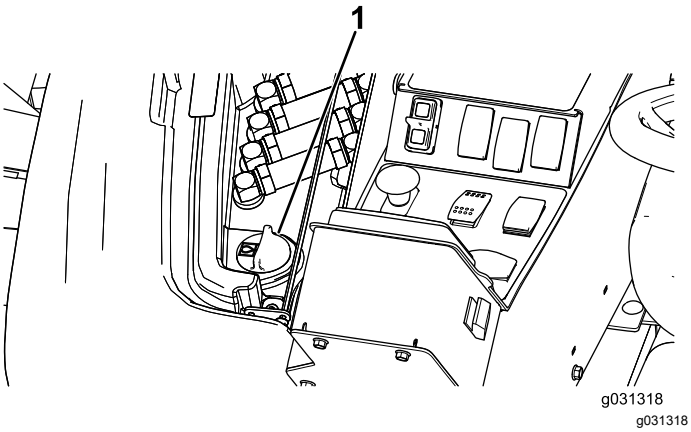

Figura 132
2. En el lado derecho de la máquina, levante la tapa para tener acceso al tapón del depósito hidráulico (Figura 132).
3. Limpie la zona alrededor del cuello de llenado y el tapón del depósito hidráulico (Figura 132).